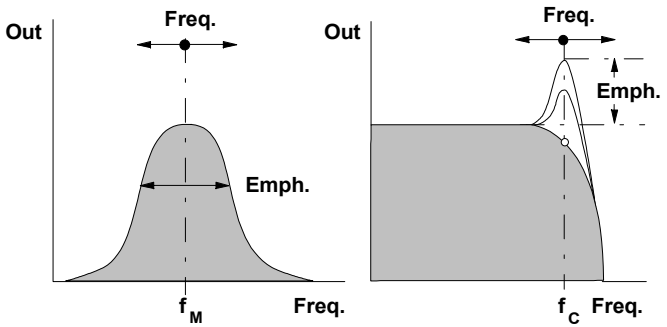

Fig. 1: Frequency response of band and low pass
❶	**Audio In** :	Audio input to the filter
❷	**BP**, **6 db LP** ... **48 db LP** :	Filter outputs
❸	**CV 1**:	Control voltage input for frequency control, approx. 1V/Oct.
❸	**CV 2**:	Control voltage input for frequency control, level controlled by ②
❸	**CV 3**:	Control voltage input for frequency control, level controlled by ③
❹	**Feedb.** :	external feedback input for resonance (audio input)
① Freq.
Control ① is used to adjust the **filter frequency** manually, i.e. the **middle frequency f_M** for the **band pass** resp. the **cut-off frequency f_C** for the **low pass** (see fig. 1).